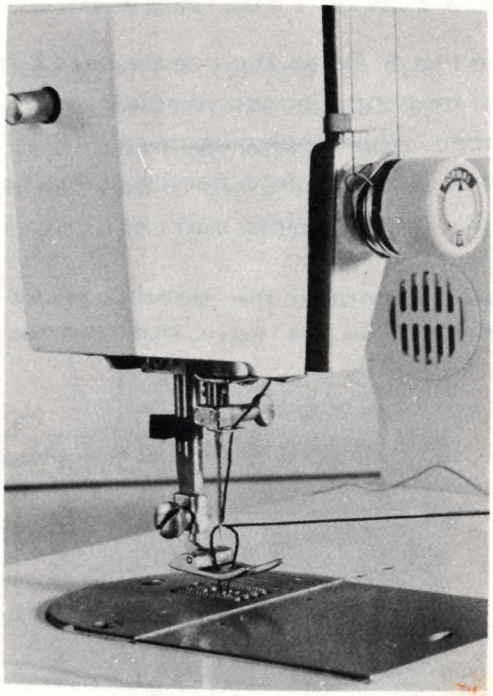

Fig. 7
8. Thread needle from front to back, drawing it through about 3 or 4 inches. Hold the end of the upper thread loosely and turn the hand wheel toward you until the needle goes all the way down and comes back up. A loop (Fig. 7) will be formed over the upper thread which then can be pulled out straight. Place both thread ends under the presser foot and draw toward the back of the machine, leaving both threads three or four inches long.